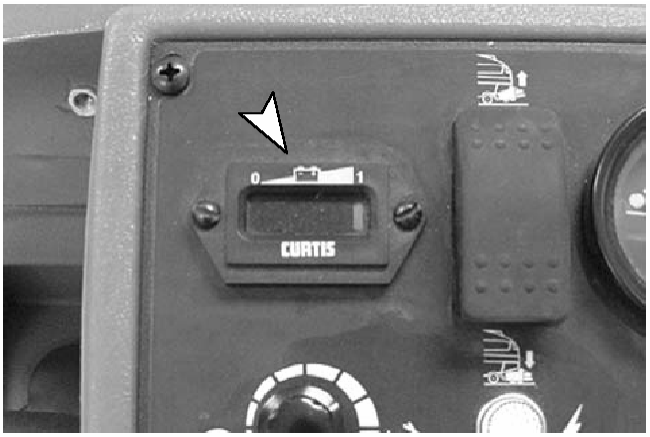

図11
6. バッテリーメーターでバッテリー残量を確認します。（図11）メーターが点滅を始めた場合は、洗浄作業を中断し、本機を充電できる場所まで移動します。2つのライトが交互に点滅を始めた場合は、スクラブヘッドが自動的に搬送時の位置に上昇します。これは、バッテリーが完全に放電してしまうのを防ぐための処置です。すぐにバッテリーを充電してください。